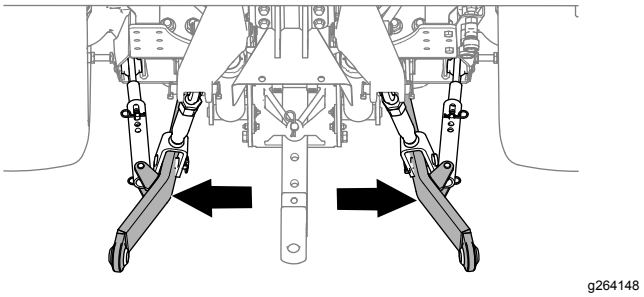

Rysunek 15
2. Rozsuń ramiona dolnego łącznika (Rysunek 15) całkowicie na zewnątrz, patrz instrukcja obsługi zespołu jezdnego.